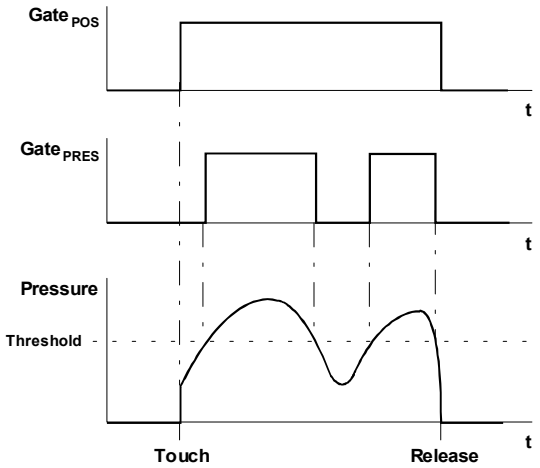

Abb. 2: Gate-Signale in Abhängigkeit vom Fingerdruck
④ Thres
Die **Schwelle** für das Erzeugen eines druckabhängigen Gate-Signals an Ausgang ❹ legen Sie mit diesem Regler fest (s. Abb. 2).
⑤ LED
Falls sich der Hold-Schalter in Stellung “Off” befiindet, greifen Sie das beim **Berühren des Wegsensors** (Zeitpunkt “Touch” in Abb. 2) erzeugte **Gate-Signal $Gate_{POS}$** an dieser Buchse ab.
An dieser Buchse greifen Sie die beim **Über-/Unterschreiten der Druckschwelle** (“Threshold” in Abb. 2) erzeugte Gate-Signal **$Gate_{PRES}$** ab.